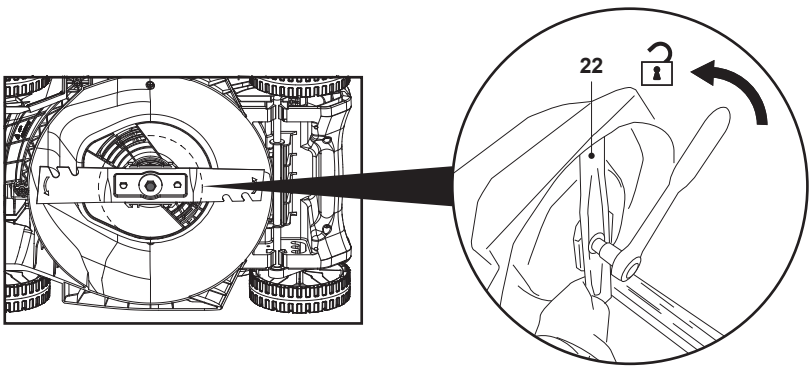

**Fig. 20**
**NOTA:** Se, em vez de uma chave de impacto elétrica, for utilizada uma chave de ferramentas manual ou uma chave inglesa, a lâmina de corte (22) deve ser impedida de rodar enquanto desaperta o parafuso. Use luvas resistentes e segure a lâmina com firmeza. Use uma peça de madeira com um tamanho adequado para bloquear a rotação da lâmina, se necessário (Fig. 20).